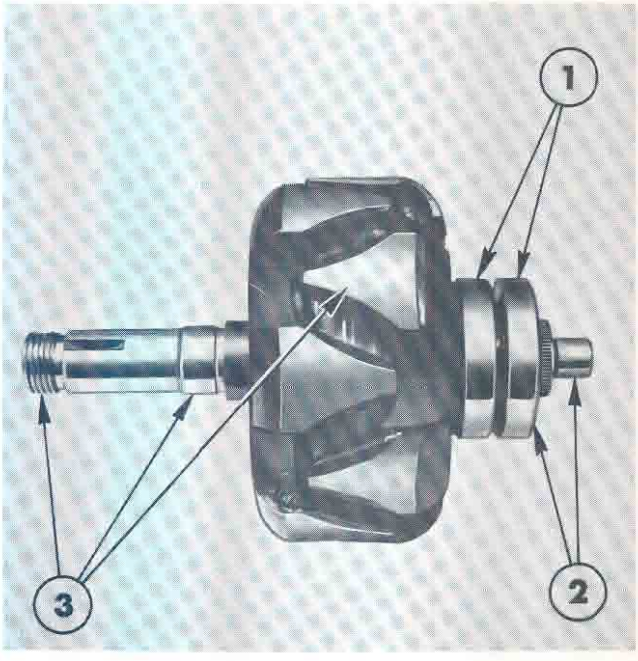

Figure 52
12. Check the rotor assembly, Figure 52, for electrical performance as follows: